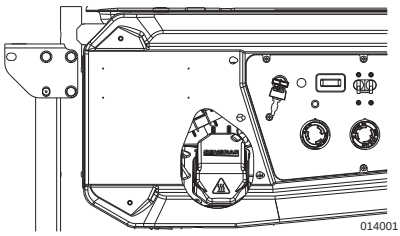

Figura 4-6. Acceso a la bujía
2. Consulte ***Figura 4-6***. Deslice la cubierta hacia la izquierda y sáquela para ver el orificio de acceso a la bujía. (No desconecte los cables de la cubierta del panel de control).